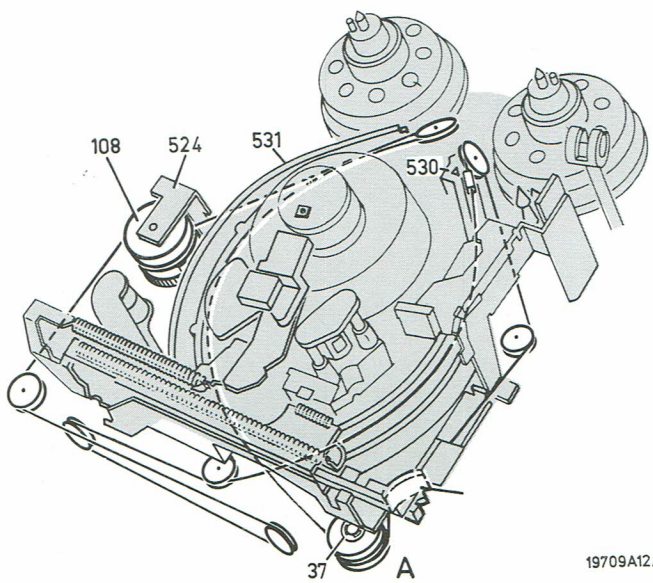

Fig. 2.10
- Mettre le VCR en positionnement en tournant manuellement la poulie 108 (Fig. 2.10) sur la gauche.
- Mener à présent les courroies dans les guide-chariots et sur les poulies (Fig. 2.10). Faire attention car ou sinon les blocs des poulies pourraient sauter.